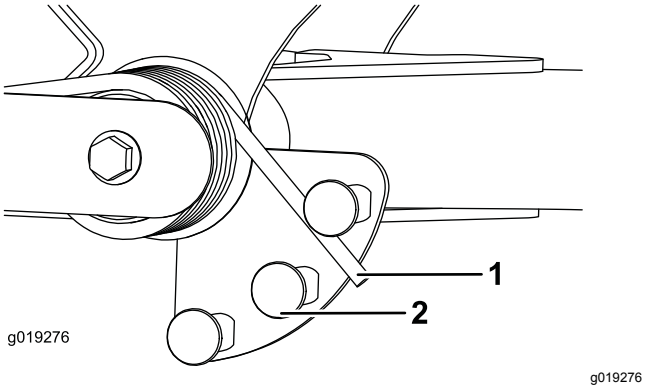

Figur 34
2. Sett inn et rør eller lignende objekt på den lange fjærenden og sving det rundt fjæraktuatoren til ønsket stilling (Figur 34).